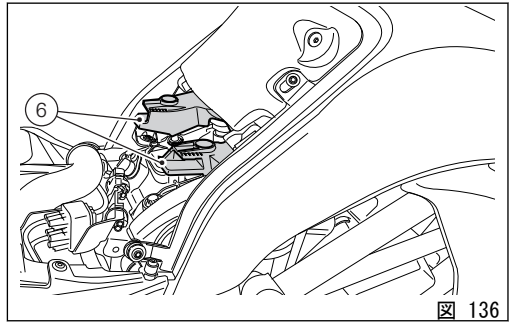

図 136
ライダーシート (5) のタブ (7) が付いている前側部分をガイド (6、図 136) に取り付けます。